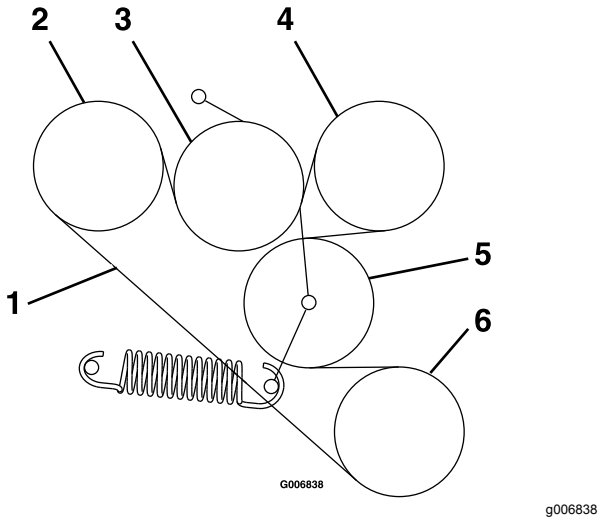

Figur 59
6. Dra den nya remmen på skivorna enligt dekalen som sitter på baksidan av vänster drivskydd (Figur 59).